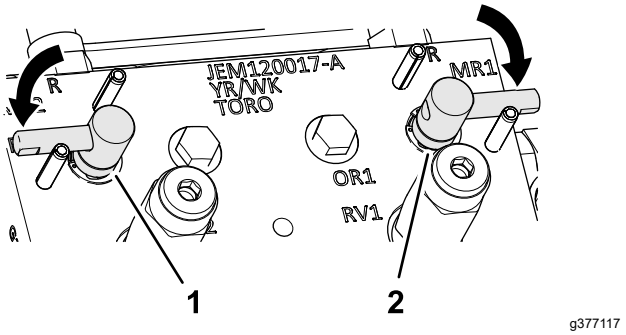

Figura 148
3. Deplasai manetele de ascuire în poziia F (de cosit) (Figura 148).